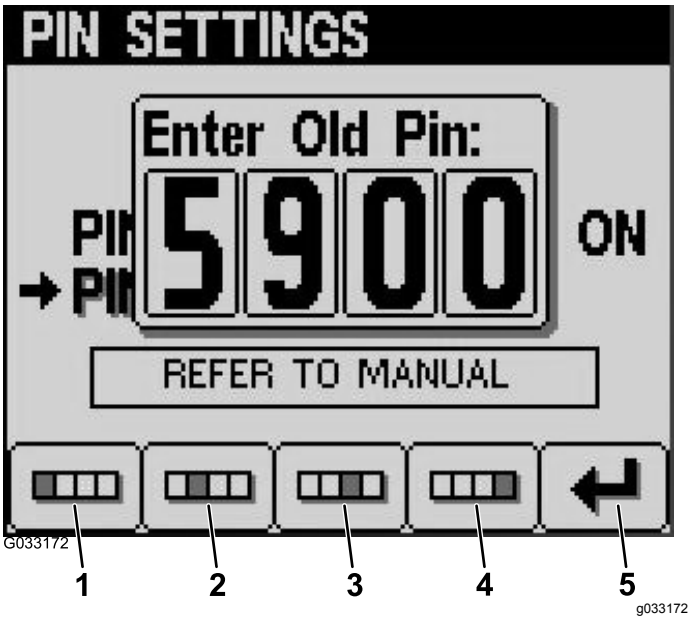

Figur 24
6. Ange din gamla PIN-kod via knappar 1–4 och tryck på knapp 5 när du har slutfört PIN-koden (Figur 24).